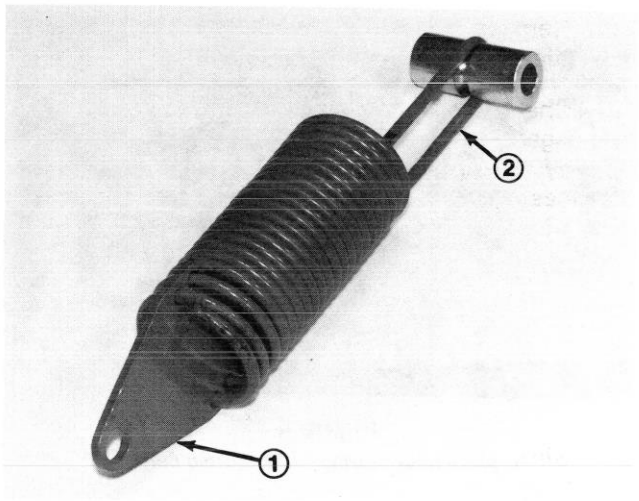

Figure 12
2. Twisting spring, thread it thru holes in spring end until spring passes thru all four holes, (Fig. 12) and long hook end of spring is aligned with spring end. Repeat procedure on other spring.